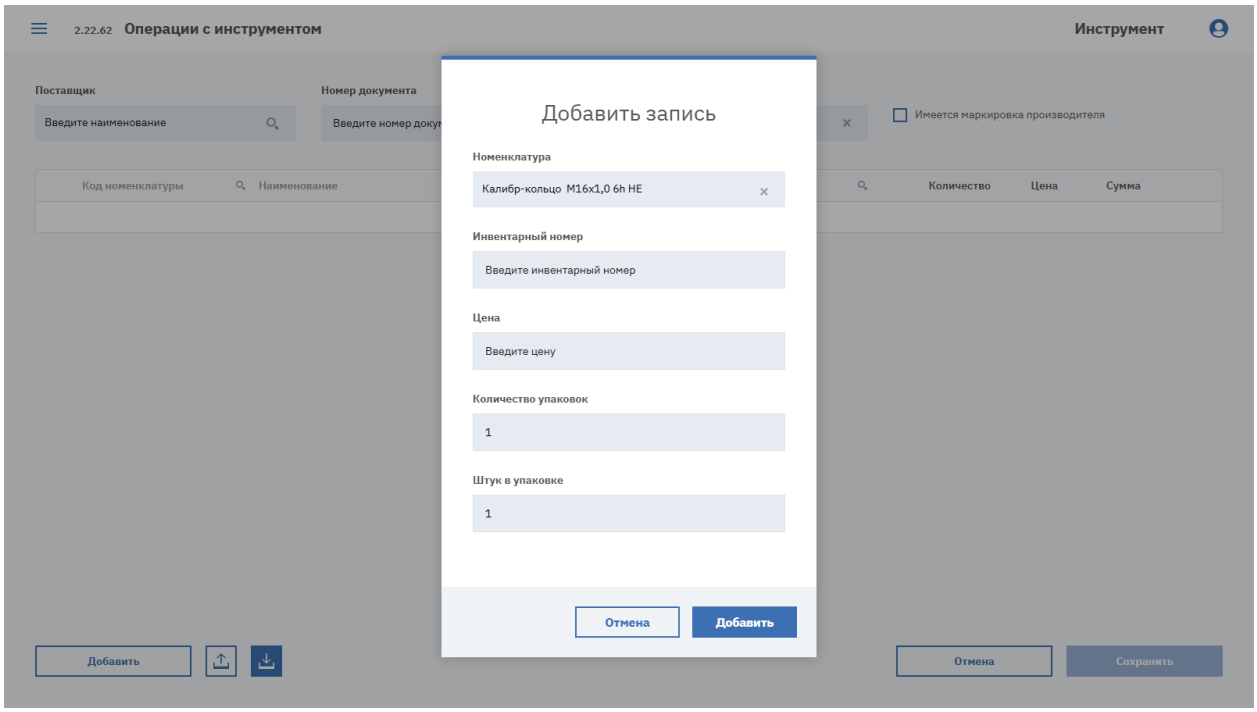

Рисунок 141. Заполненное окно «Добавить запись»
6. В поле «Номенклатура» начните ввод наименования и выберите номенклатуру; заполните поля «Инвентарный номер» (при необходимости), «Цена», «Количество упаковок» и «Штук в упаковке» (см. Рисунок 141).